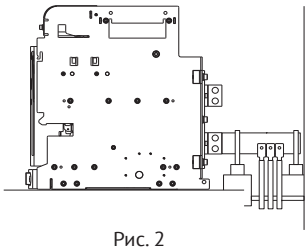

Рис. 2
- при подключении нескольких кабелей следует скрепить их между собой и зафиксировать на каркасе неподвижной конструкции (рис. 2).